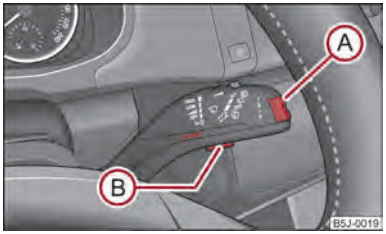

Fig. 6 Display multifunzione: Comandi
La commutazione delle memorie si effettua con il tasto Ⓑ ⇒ fig. 6 sulla leva del tergicristallo.
Il tasto a bilico Ⓐ ed il tasto Ⓑ sono disposti sulla leva del tergicristallo ⇒ fig. 6.
Se la temperatura esterna scende sotto i +4°C, l'indicatore di temperatura compare con il simbolo di un fiocco di neve (avvertimento per fondo stradale gelato) che lampeggia 10 secondi e successivamente si fissa con la temperatura esterna. Contemporaneamente si sente un segnale acustico. Dopo aver premuto il tasto a bilico Ⓐ sulla leva del tergicristallo ⇒ fig. 6 compare l'ultima funzione visualizzata.
Sul display compare il tempo trascorso al volante dall'ultima cancellazione della memoria ⇒ pagina 14. Per calcolare il tempo al volante a partire da un preciso momento, cancellare la memoria con il tasto Ⓑ nel momento in cui si desidera iniziare il cronometraggio ⇒ fig. 6.
Per misurare il consumo medio di carburante su un determinato arco di tempo, cancellare la memoria all'inizio della nuova misurazione con il tasto Ⓑ sulla leva del tergicristallo ⇒ fig. 6. Dopo aver cancellato la memoria, per i primi 300 metri sul display compaiono dei trattini.
Sul display compare la distanza percorsa dall'ultima cancellazione della memoria ⇒ pagina 14. Per calcolare la distanza percorsa a partire da un preciso momento, cancellare la memoria con il tasto Ⓑ sulla leva del tergicristallo ⇒ fig. 6 nel momento in cui si desidera iniziare il cronometraggio.
Sul display è indicata la velocità media in km/h dall'ultima cancellazione della memoria ⇒ pagina 14. Per misurare la velocità media su un determinato arco di tempo, cancellare la memoria all'inizio della nuova misurazione con il tasto Ⓑ sulla leva del tergicristallo ⇒ fig. 6.
– Con il tasto Ⓐ ⇒ fig. 6 selezionate la voce del menu **Avviso in caso di superamento della velocità**.